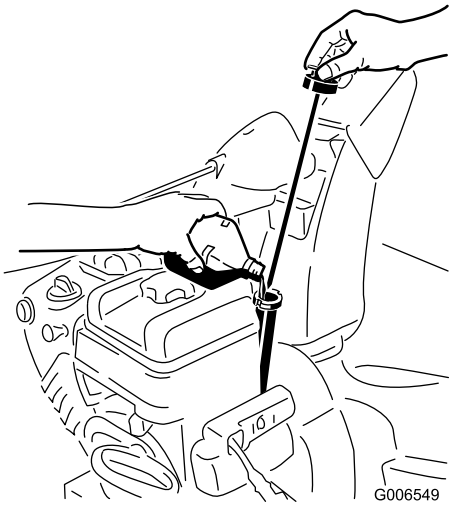

**Figure 19**
1. Remove the dipstick and **slowly** pour oil into the oil fill tube to raise the oil level to the Full mark on the dipstick. **Do not overfill** (Figure 19). Refer to Checking the Engine Oil Level in Maintenance.